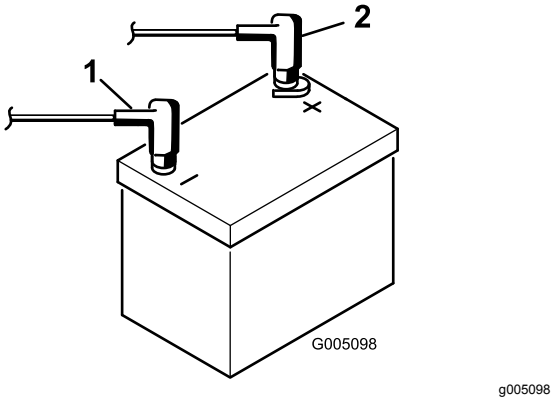

**Figuur 8**
9. Bevestig de pluskabel (rood) aan de pluspool (+) van de accu en vervolgens de minkabel (zwart) aan de klem van de minpool (-) van de accu en zet deze vast met behulp van de bouten en moeren (Figuur 8). Schuif het rubberen stofkapje over de pluspool om eventuele kortsluiting te voorkomen.